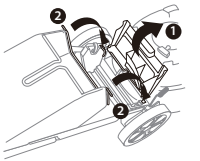

Fig.10
2. Raise the rear discharge cover (1, Fig 10)
3. Attach the grass catcher by inserting its frame hooks onto slots in the rear of mower (2, Fig.10).